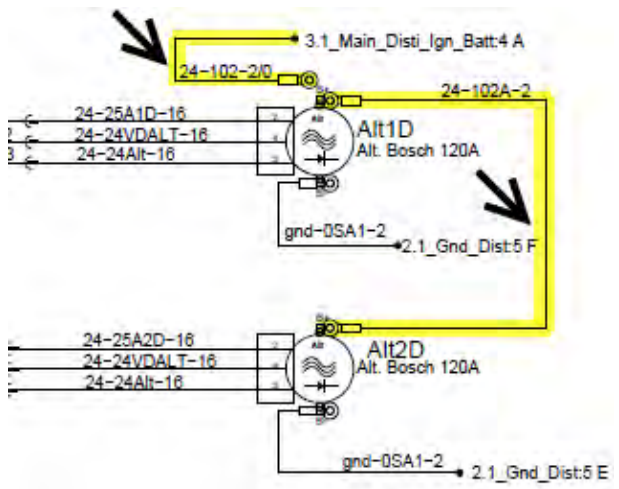

Figure 1 – R.H. SIDE ALTERNATORS (2x BOSCH) MECHANICAL COOLING FAN DRIVE CONFIGURATION
- On the **alternators positive (+) stud terminal** and from there, up to junction block in the electrical compartment (Figure 1 to **Erreur ! Source du renvoi introuvable.**5).